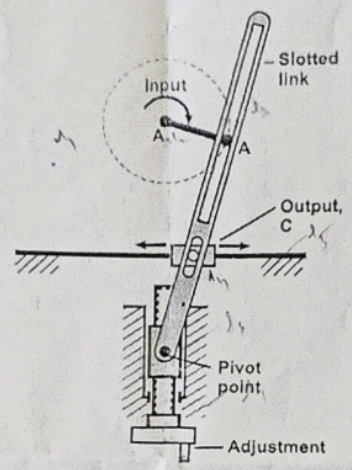

Fig. Q5
5. An adjustable slider drive mechanism consists of a crank-slider with an adjustable pivot as shown in **Fig. Q5**, which can be moved up and down